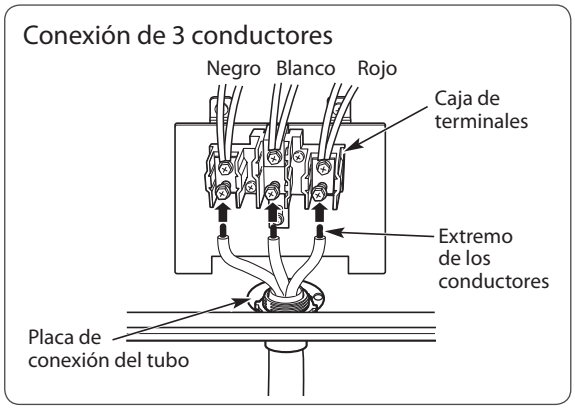

FIGURA 11
1. Afloje los 3 tornillos inferiores de la caja de terminales. (Remítase a la Figura 11.)